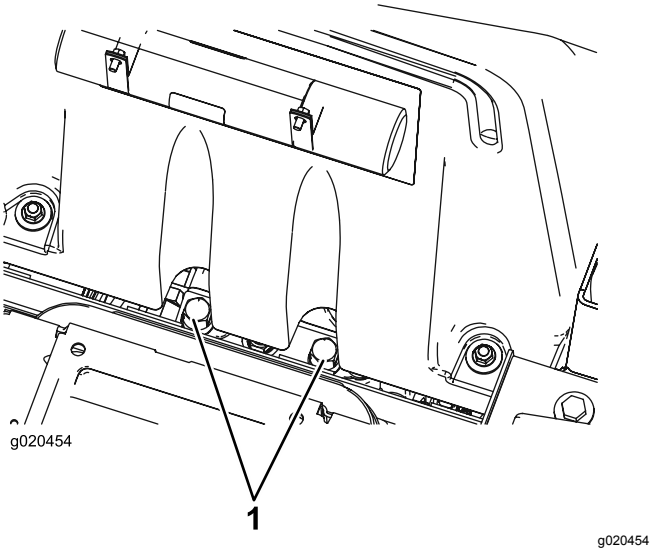

**Figuur 54**
1. Kantel de stoel en zoek de omloopkleppen; deze bevinden zich onder de voorzijde van de brandstoftank (Figuur 54).